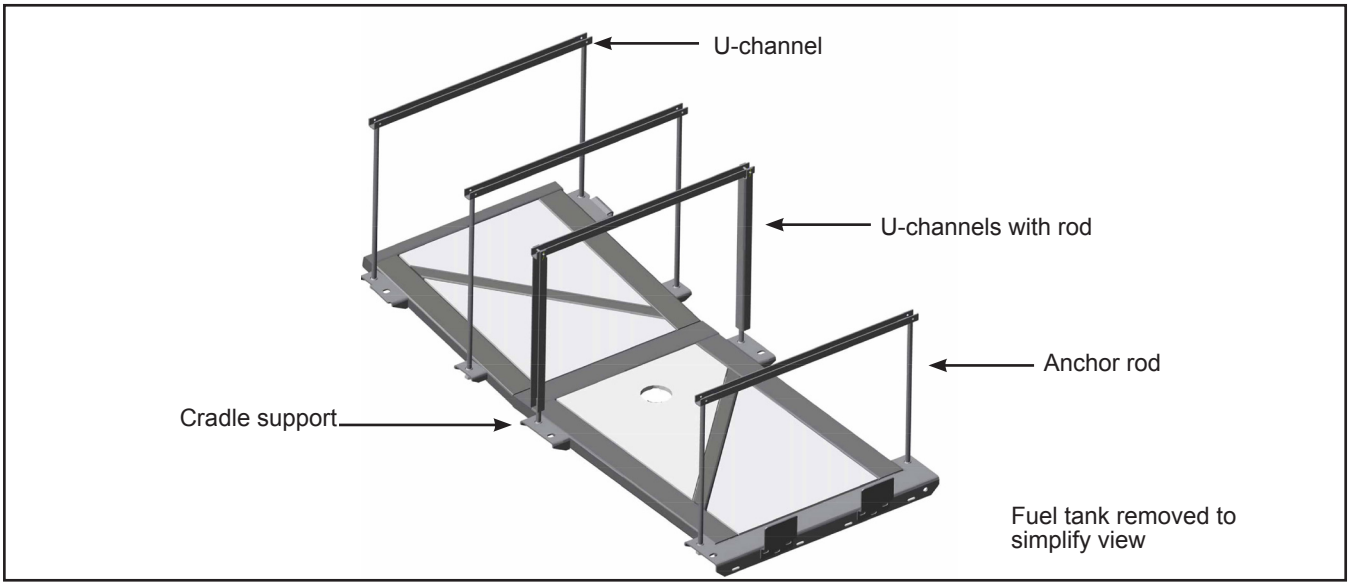

Figure 3 - Securing Fuel Tank to Cradle
1.5. Install the N68096 U-channels on top of the fuel tank. See Figure 3.
1.6. Insert the six anchor rods through the U-channels and the cradle supports. See Figure 3. Do not insert rods through the centre U-channel.